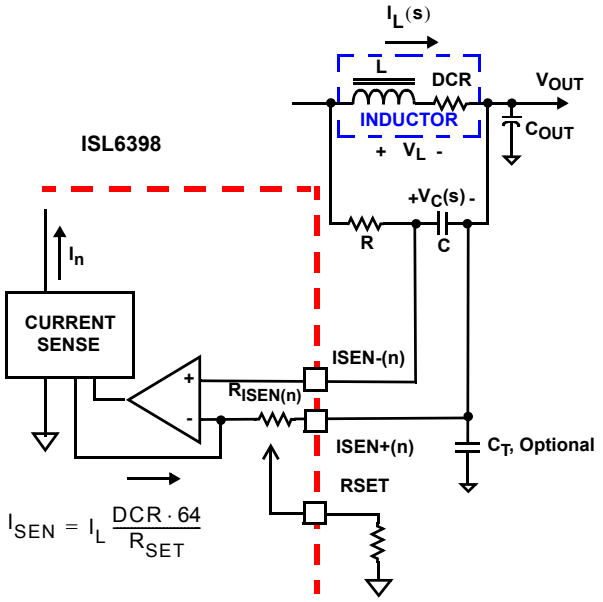

FIGURE 4. DCR SENSING CONFIGURATION
The internal circuitry, shown in Figures 4 and 5, represents one channel of the VR output, respectively. The ISEN± circuitry is repeated for each channel, but may not be active depending on the status of the PWM[6:2] pins, as described in "PWM Operation" on page 17. The input bias current of the current sensing amplifier is typically 25nA; less than 8kΩ input impedance is preferred to minimized the offset error, i.e., a larger C value as needed.
An inductor's winding is characteristic of a distributed resistance, as measured by the Direct Current Resistance (DCR) parameter. Consider the inductor DCR as a separate lumped quantity, as shown in Figure 4. The channel current $I_L$, flowing through the inductor, will also pass through the DCR. Equation 4 shows the S-domain equivalent voltage across the inductor $V_L$.
A simple R-C network across the inductor extracts the DCR voltage, as shown in Figure 4.
The current sense circuitry operates in a very similar manner for negative current feedback, where inductor current is flowing from the output of the regulator to the PHASE node, opposite of flow pictured in Figures 4 and 5. However, the range of proper operation with negative current sensing has a limitation. The worst-case peak-to-peak inductor ripple current should be kept less than 80% of the OCP trip point (~80µA). Care should be taken to avoid operation with negative current feedback exceeding this threshold, as this may lead to momentary loss of current balance between phases and disruption of normal circuit operation. Note that the negative current can especially affect coupled inductor designs, where the effective inductance is the leakage between the two channels, much lower than the specified mutual inductance (LM) and self inductance (L). To limit the impact, a higher RSET value (1.5x to 2x) is often used to reduce the effective negative current seen by the controller in coupled inductor designs.